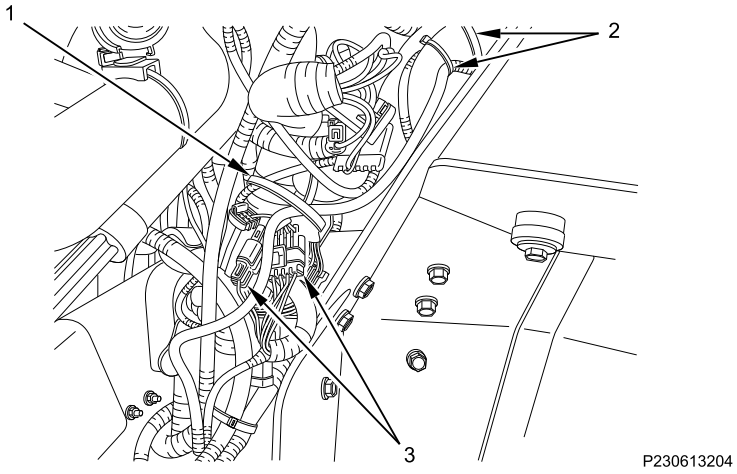

Figure 7. Front Trailer Harness Connectors.
3. Connect both front trailer hookup harness connectors (Figure 7, Item 3).
4. Install three new cable lock straps (Figure 7, Item 1 and 2) to secure front trailer hookup harness.